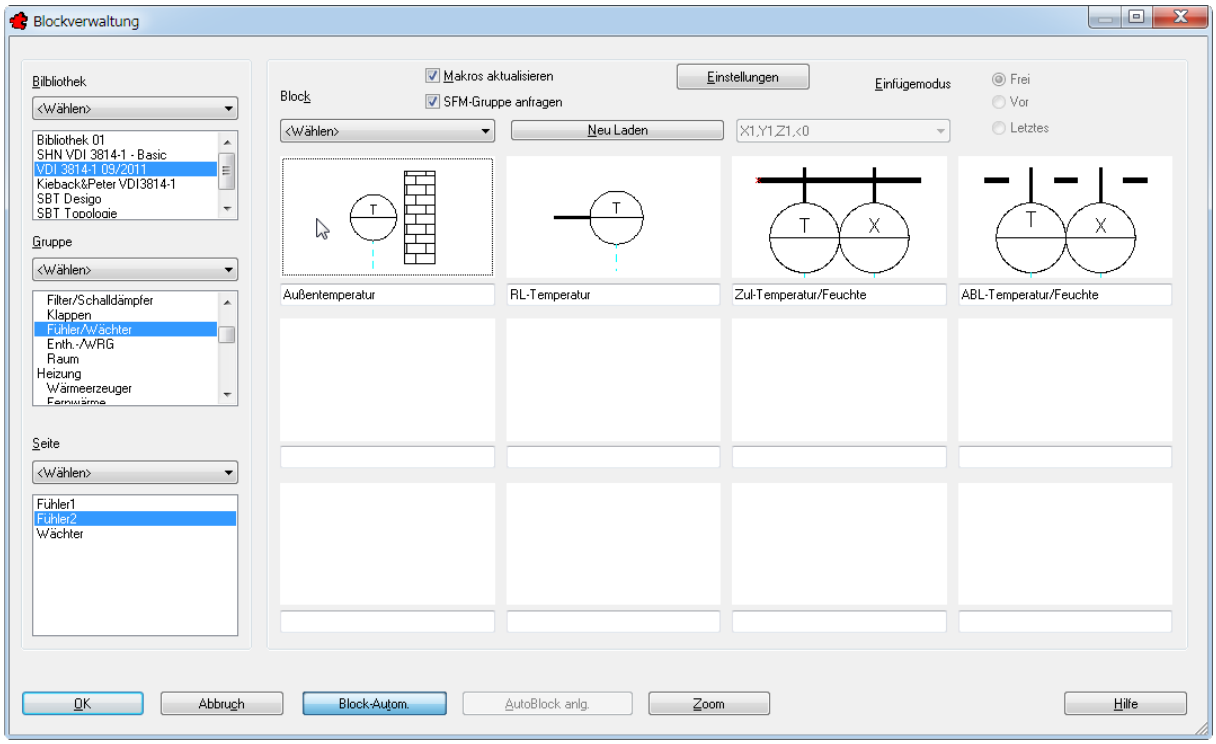

Bild 28.2 – Der erste Block, *Außentemperatur*
- Wählen Sie die Gruppe *Fühler/Wächter*, die Seite *Fühler2*, dort den Block *Außentemperatur*. Fügen Sie ihn mit einem Doppelklick in die Zeichnung ein (Abb. 28.2).